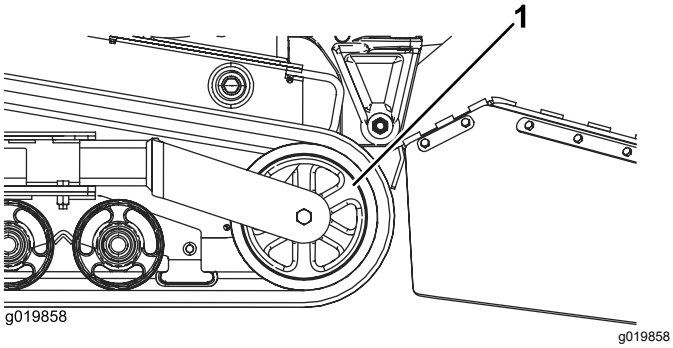

**Figuur 47**
5. Druk het spanwiel zo ver mogelijk naar achteren (Figuur 47).
7. Neem de rupsband van de machine als de band van het spanwiel gelopen is (Figuur 47).